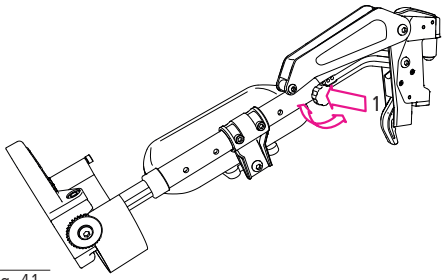

fig. 41
2. Ora è possibile regolare il sostegno per la gamba nell'inclinazione desiderata (2, fig. 41).
4. Infine stringere nuovamente la vite (1, fig. 41).